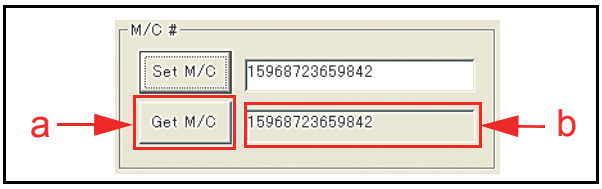

Figure 6-80 Machine Number Indication
1. Mouse-click on the "Get M/C" Screen Button (See Figure 6-80 a).
2. The existing fourteen (14) Machine Code Number will appear in the Text Field Window located next to the "Get M/C" Screen Button (See Figure 6-80 b).
1. Mouse-click on the "Get ICB System Status" Screen Button (See Figure 6-80 a).
2. The existing ICB Inhibit Function set in the Cash Box will appear in the pop-up Dialog Message Window next to the "Get ICB System Status" Screen Button (See Figure 6-80 b).